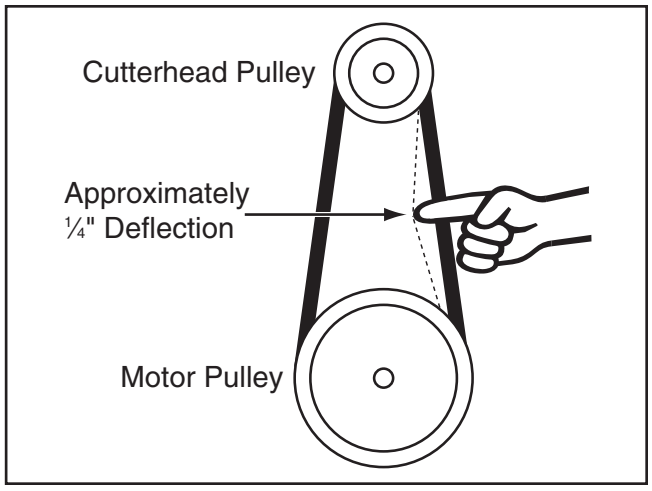

Figure 18. Checking for proper belt tension.
14. Adjust belt tension by applying downward pressure on motor until there is approximately ¼" deflection when belt is pushed with moderate force, as shown in **Figure 18.**